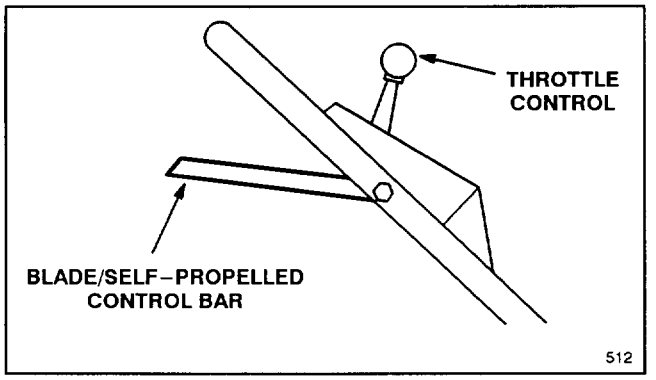
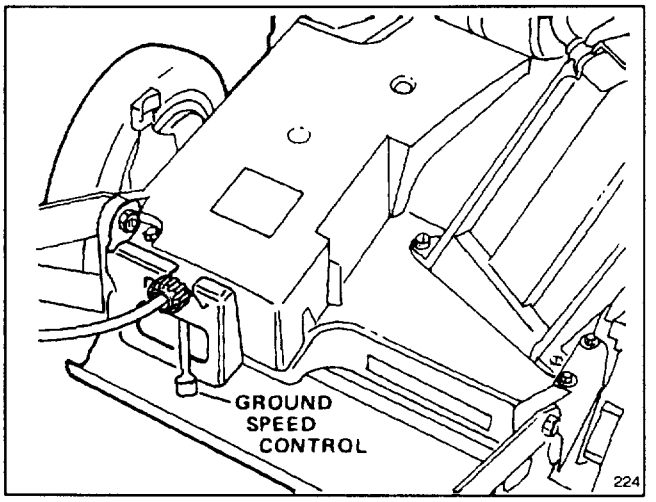

**Figure 10**
**Figure 11**
1. CONTROLS—Throttle control and blade/self–propelled control bar are on upper handle (Fig. 10). Ground speed control is located at rear of belt cover (Fig. 11). Recoil starter is on top of engine.